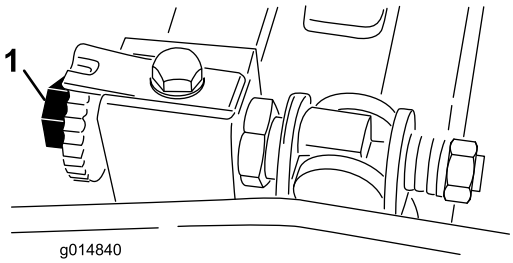

Rysunek 46
3. Obróć wirnik, aby ostrze przechodziło między łbami pierwszej i drugiej śruby noża dolnego po prawej stronie zespołu tnącego (Rysunek 46).
6. Obróć prawą śrubę regulacyjną listwy noża dolnego do momentu, aż poczujesz lekki opór (tj. ściąganie) na podkładce poprzez przesuwanie jej z jednej strony na drugą (Rysunek 46).